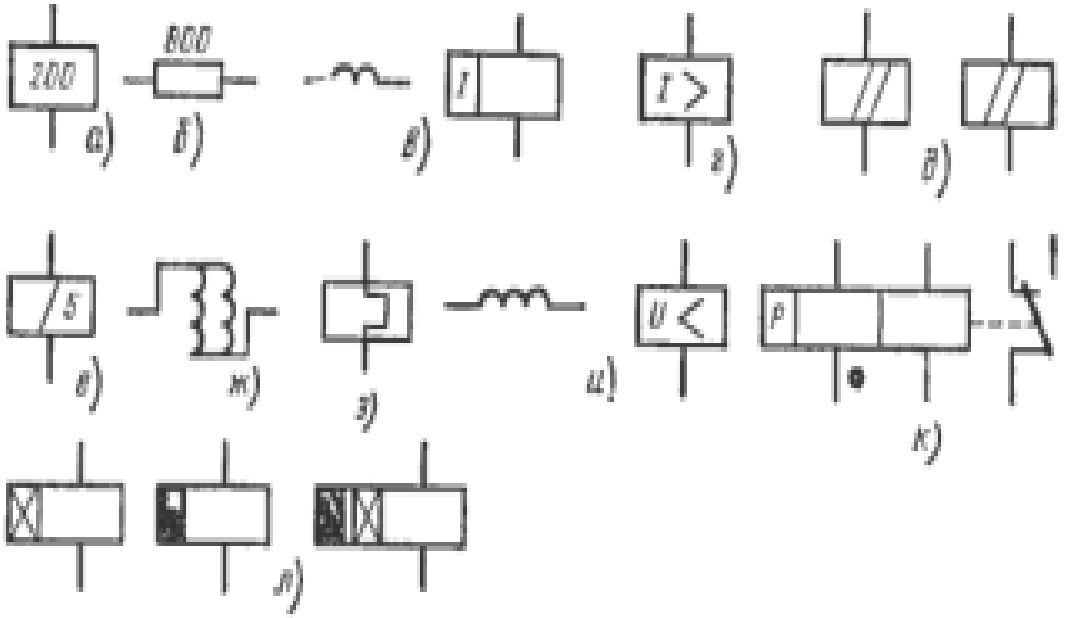

Рис. 3.13. Обмотки реле и контакторов
3.6. Что изображено на рис. 3.13, *е* — *з*?
3.7. Чем отличается рис. 3.13, *а* от рис. 3.13, *в* и *г*?